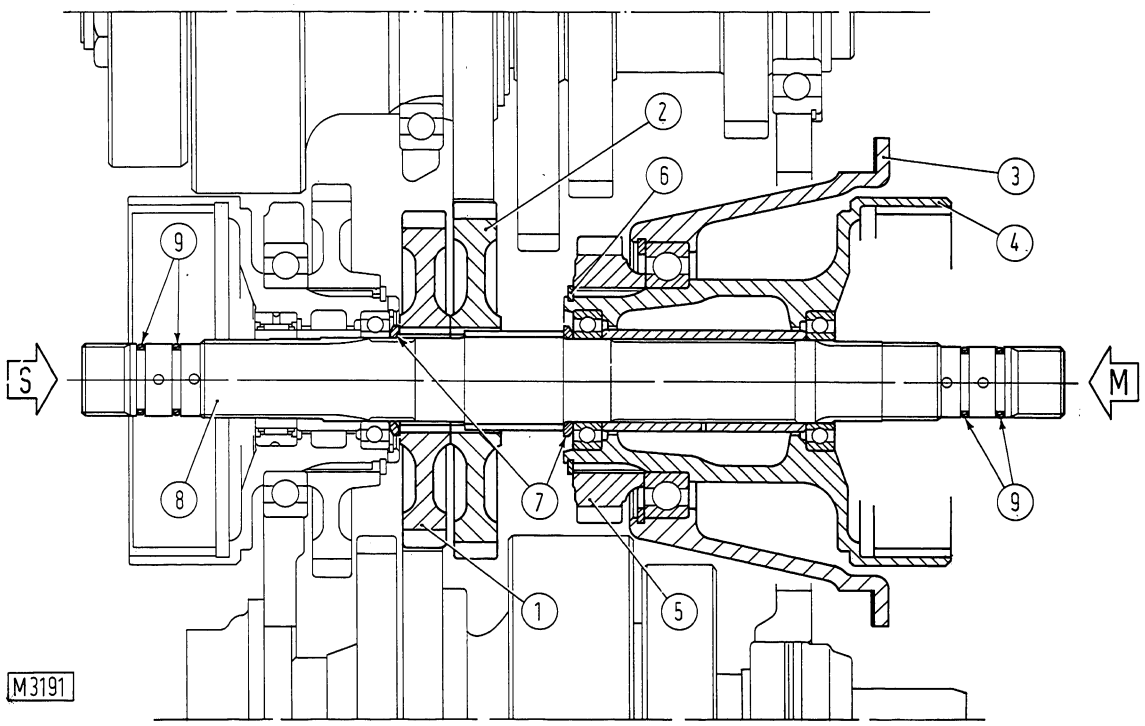

Fig. 4-4 - Disassembling/assembling low clutch housing, drum and shaft.
- Remove together housing 3, fig. 4-4, low clutch outer drum 4 and forward/low clutch shaft 8 from the front as arrowed in fig. 4-4.
- Remove retaining ring 6 and separate housing 3, fig. 4-4 from gear 5.
NOTE - Low clutch pack L, fig. 4-21 may be removed whole, together with housing 3, fig. 4-4 and shaft 8.